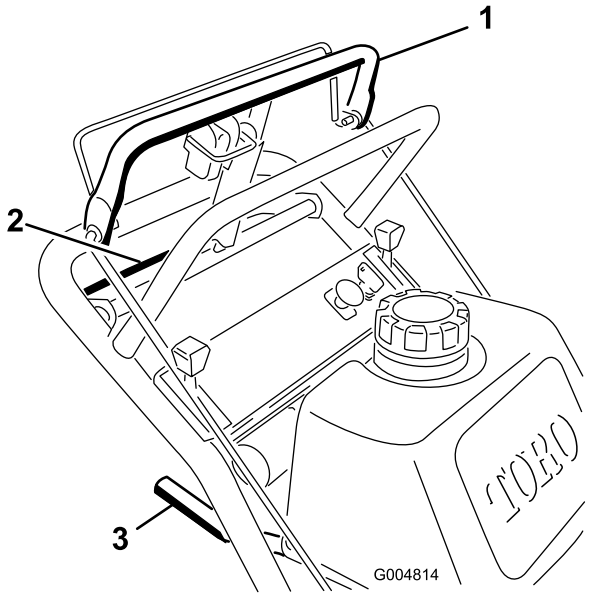
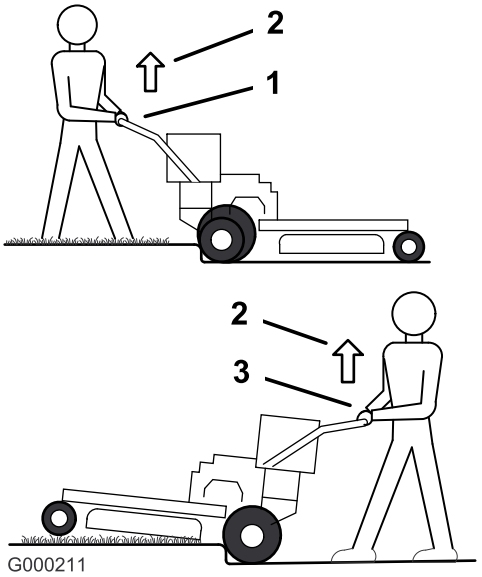

Figur 10
Figur 11
1. Kör framåt genom att föra växelspaken till en framåtväxel (Figur 10).
3. Tryck sakta på den övre styrstången för att köra framåt (Figur 10).
Kör rakt fram genom att trycka lika hårt på båda ändarna av den övre styrstången (Figur 10).
Sväng genom att lätta på trycket på den sida av den övre styrstången i vars riktning du vill svänga (Figur 10).
3. För sakta ihop den nedre styrstången och det nedre handtaget för att köra bakåt (Figur 10).
3. Kör maskinen tills dess att svänghjulen vidrör trottoarkanten (Figur 11).
4. Lyft upp maskinens framdel genom att trycka ned det nedre handtaget (Figur 11).
5. Kör maskinen tills dess att drivhjulen vidrör trottoarkanten (Figur 11).
6. Sänk ned maskinens framdel (Figur 11).
7. Aktivera samtidigt den nedre styrstången och lyft det nedre handtaget för att köra över trottoarkanten (Figur 10 och Figur 11).
3. Kör maskinen tills dess att drivhjulen vidrör trottoarkanten (Figur 11).
4. Aktivera samtidigt den nedre styrstången och lyft upp det nedre handtaget (Figur 10 och Figur 11).